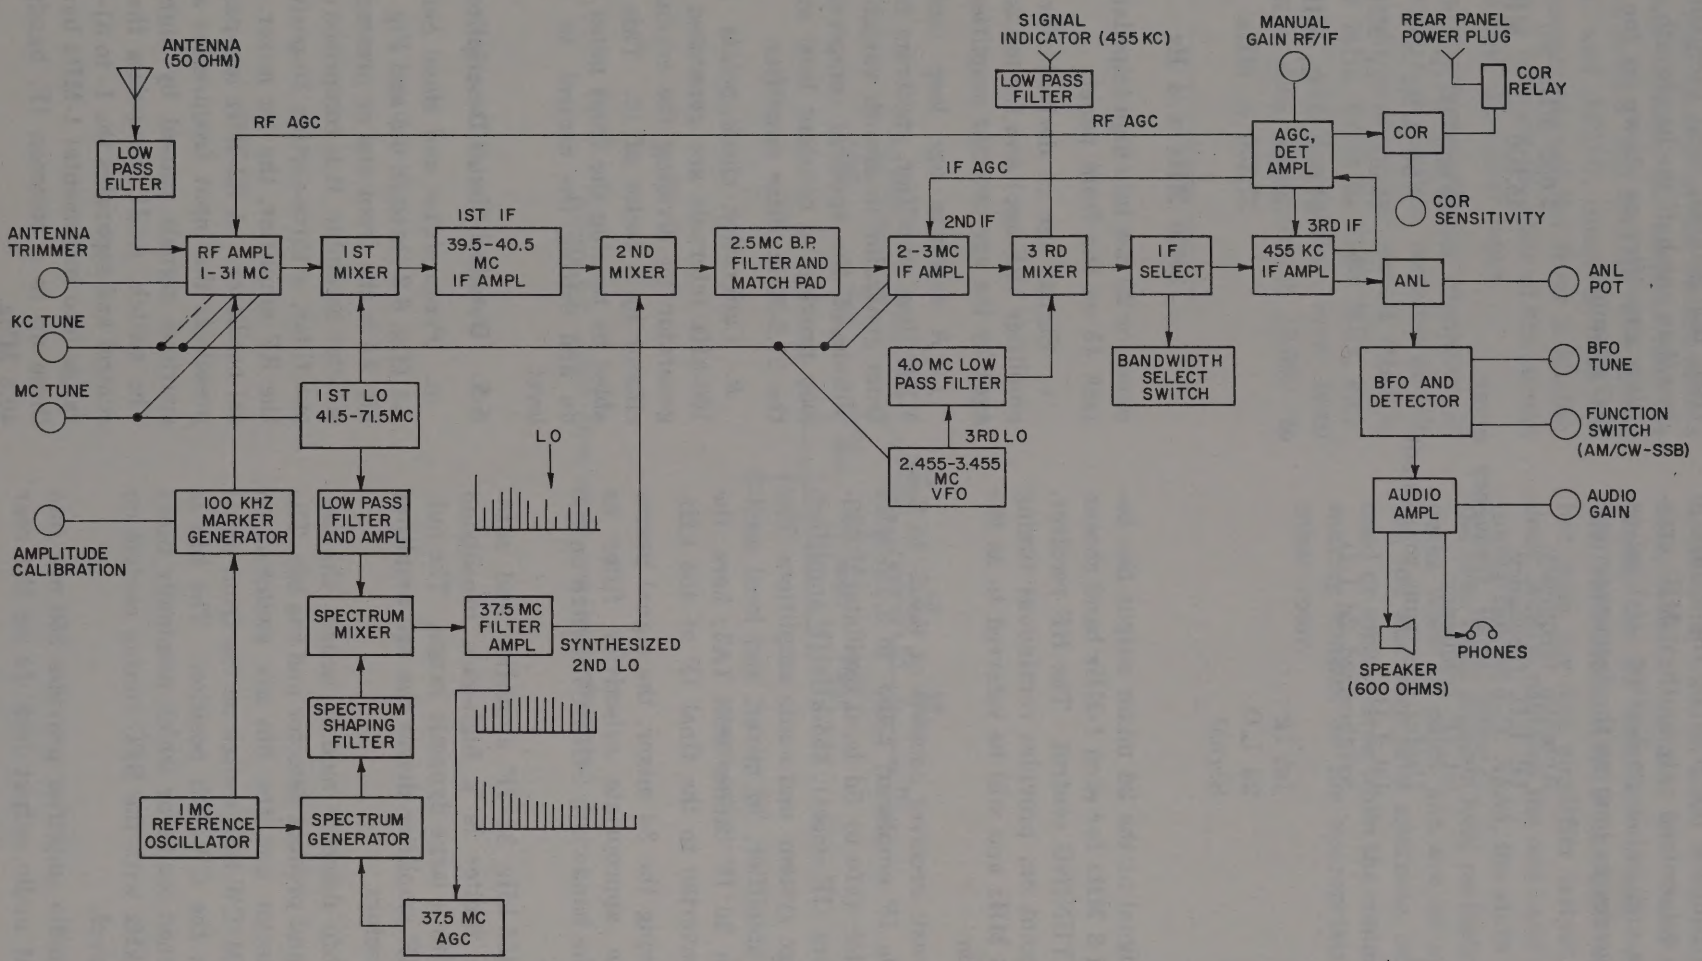

Figure 6-1. Receiver, Radio R-1421A/URR, block diagram.
Figure 6-1 is a functional block diagram of the HF receiver. This block diagram shows the HF receiver divided into its various functions. Figure 6-22 shows a block diagram of the subassemblies and their relationship to the functions of the overall HF receiver.
a. The HF receiver is a triple-conversion superheterodyne employing two oscillators as tuning elements (fig. 6-1). The low-pass input filter filters out signals above 32 MHz. The 1- to 31-MHz frequency range is divided into incremental 1-MHz. The RF amplifier has a 30-position switch with tuned sections for each band. The 1st L.O. is a free-running oscillator which has 30 switchable frequencies. The appropriate frequencies are mixed in the 1st mixer for the first conversion to yield the 1st IF, 39.5 to 40.5 MHz. The second conversion in the 2nd mixer converts this 1-MHz signal, centered around 40 MHz, down to 2 MHz to 3 MHz, 2d IF. This translation is accomplished with a 1-MHz oscillator and a harmonic generator. The 1-MHz reference oscillator is an oven-controlled crystal oscillator yielding a frequency stability of 5×10^{-7} parts. Harmonics of this oscillator, having the same stability and accuracy, are generated in the spectrum generator and filtered between 4 and 34 MHz in the spectrum shaping filter. The band-limited spectrum is mixed in the harmonic mixer with the 1st local oscillator which is selectable with the MC TUNING control and operates at and between 41.5 and 70.5 MHz at 1-MHz increments. The output of spectrum mixer is fed to the 37.5-MHz filter amplifier, which is a narrowband high-gain device. Since the 1st local oscillator is a free-running oscillator, the frequency deviations from nominal are transferred to the 37.5-MHz signal in the filter amplifier. The 37.5-MHz signal is raised to a sufficient level to drive the 2d mixer as a local oscillator (approximately 0 decibels) (referred to 1 milliwatt in 600 ohms (dbm)). The 2d mixer combines this 37.5-MHz synthesized local oscillator with the 39.5 to 40.5-MHz IF bandpass. The output of the 2nd mixer is passed through a broadband 2- to 3-MHz filter.